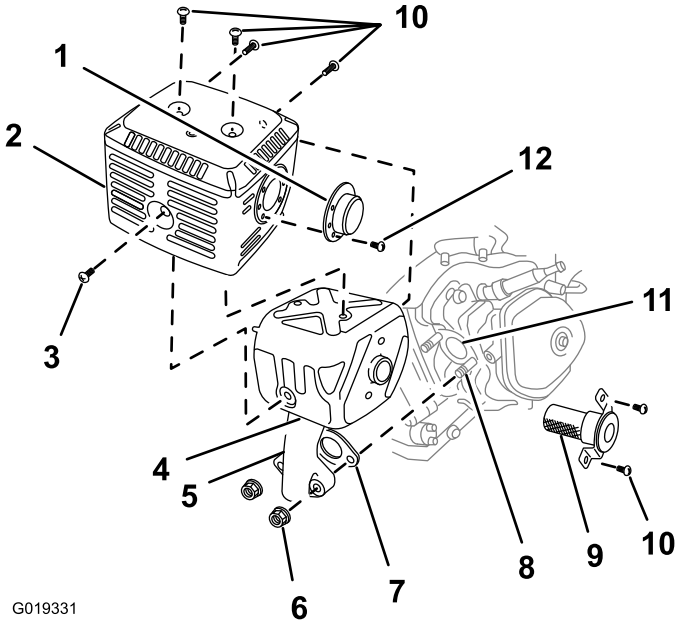

Figure 58
2. Remove the 2 nuts (8 mm) and remove the muffler from the cylinder (Figure 58).
3. Remove the 3 screws (4 mm) from the exhaust deflector and remove the deflector (Figure 58).
4. Remove the screws (5 mm and 6 mm) from the muffler protector, and remove the muffler protector (Figure 58).
5. Remove the screw (4 mm) from the spark arrester and remove the spark arrester from the muffler (Figure 58).